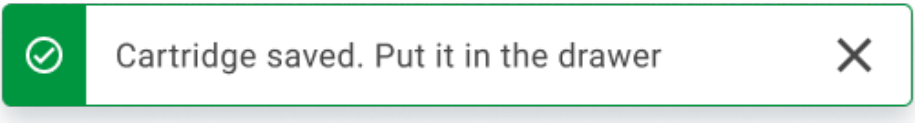

Рисунок 25. Экран сохранения картриджа
10. После успешного сканирования в верхней части экрана ненадолго появится следующее диалоговое окно (рисунок 25).